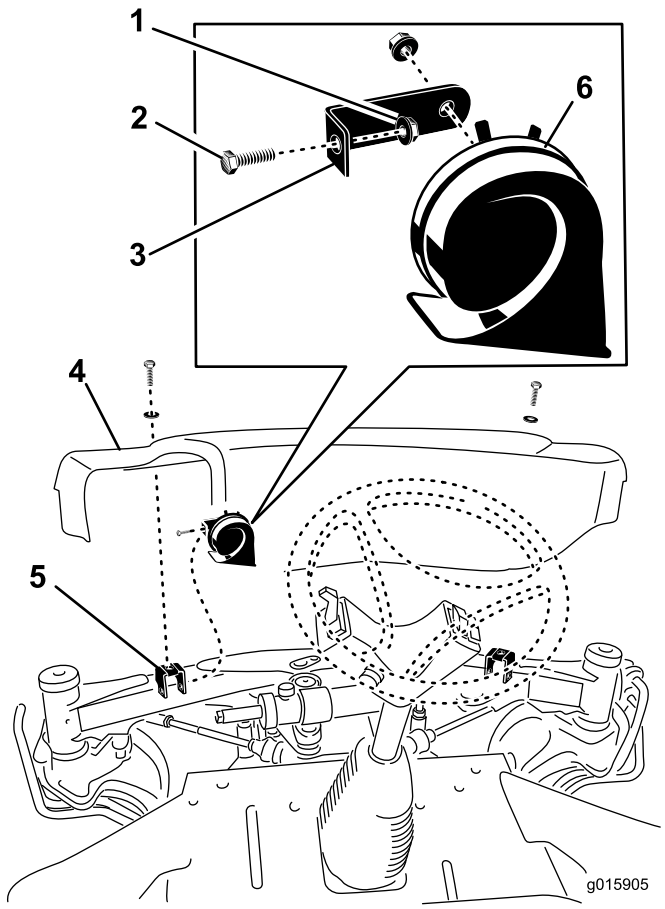

Figur 8
1. Ta bort de två skruvarna och brickorna som håller fast framkåpan mot framaxelns fästen (Figur 8). Ta bort framkåpan.
2. Montera signalhornsfästet på den vänstra kåpans monteringsfäste med hjälp av skruven (5/16 x 3/4 tum) och flänsmuttern (5/16 tum) (Figur 8).